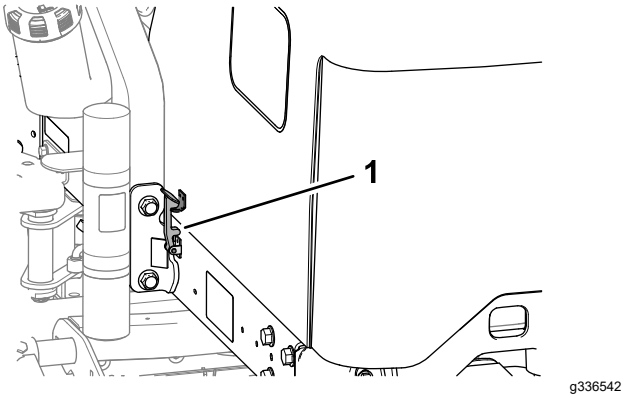

**Figur 58**
2. Vrid motorhuven uppåt och bakåt (Figur 58).